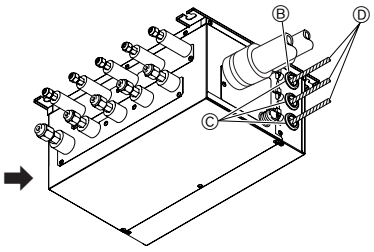

Fig. 9-2
3. Führen Sie die Kabel in den Verteilerkasten. (Fig. 9-2)
7. Wenn der Verteilerkasten im Außenbereich installiert wird, achten Sie darauf, dass die Durchführungen der Kabel mit einem geeigneten Füllkleber versiegelt werden, um das Eindringen von Regenwasser zu vermeiden. (Fig. 9-2)